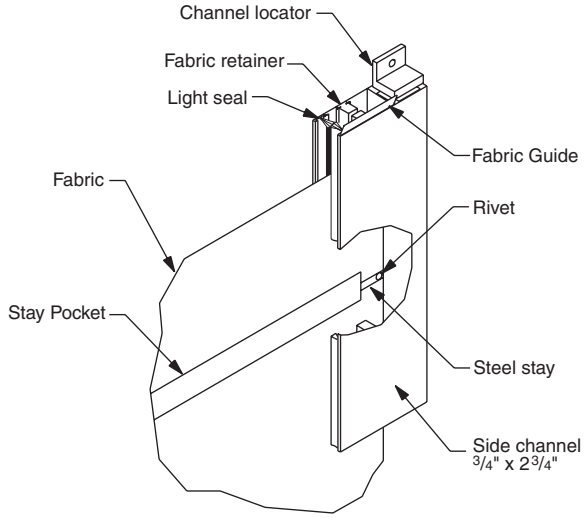

*Figure 9*
⑦ Re-install roller assembly by generally reversing procedures in step four. If you have a spring assisted clutch operator or a spring roller operator, the notch on the spring roller should be positioned down. The spring has been pre-tensioned in the factory.
⑧ For an ***electric operator***, complete electrical wiring according to national and local codes (see Wiring Diagram, Page 4). Install recessed wall switch using a three-wire 110-120V 60 Hz power line. Connect the motor cable directly to the switch.
⑨ Check shade fabric. With fabric and slat all the way up, pull the slat bar forward, out of the head box and in front of the side channels. Activate the operator (crank, spring roller, bead clutch, or electric) to completely lower the shade fabric. Repeat several times. With the shade fabric hanging in front of the side channels, check fabric hang. The shade fabric should be hanging straight and equally spaced between the outside edges of the side channels. If the fabric is not hanging properly, adjust the head box by raising or lowering one end of the head box to bring fabric into proper alignment. Operate the shade again to re-check fabric position. If functioning properly, run the shade up to fully open position and re-insert slat bar and fabric into side channels (see Fig. 9). If misalignment still occurs, correct by sticking a small (approximately 2") piece of cloth tape directly to the roller to affect the direction the fabric runs. Fabric running off to the left may be corrected by placing the tape on the right end of the roller beneath the fabric. This, in effect, makes that end of the roller larger, causing it to take up more fabric. If this is a non-electric operated shade, proceed to step 12.